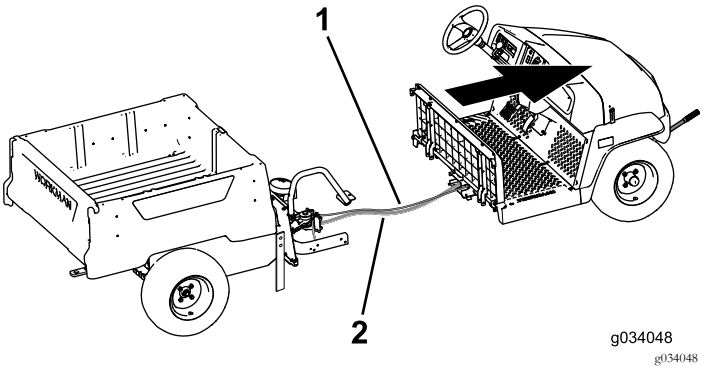

Figuur 20
8. Rol met minimaal twee personen het voorste gedeelte naar voren, weg van het achterste gedeelte (Figuur 20).